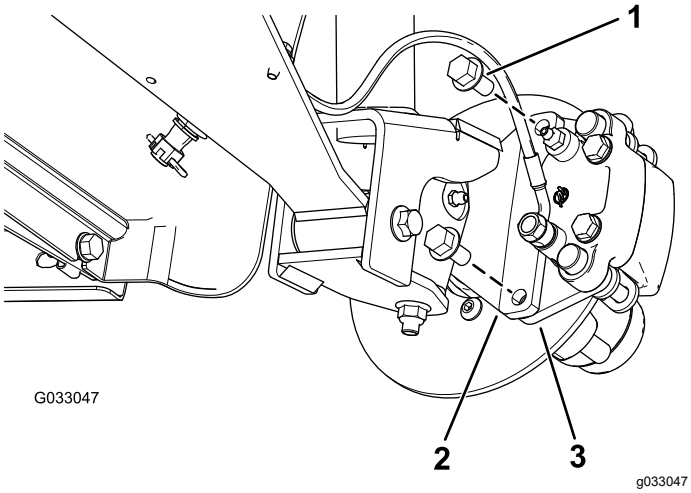
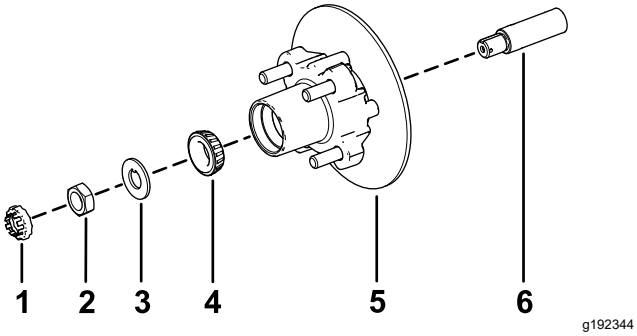

Figura 33
Figura 37
3. Retire os parafusos de cabeça flangeada (⅜ x ¾ pol.) que prendem o suporte para o conjunto dos travões ao eixo e afaste o travão do eixo (Figura 33).
1. Aplique uma leve camada do lubrificante especificado no eixo (Figura 37).
2. Monte o cubo e o rotor no eixo com o rotor interior (Figura 37).
3. Monte o rolamento exterior no eixo e coloque o rolamento na correia exterior (Figura 37).
4. Monte a anilha com patilha no eixo (Figura 37).
5. Enrosque a porca do eixo no eixo e aperte a porca com 15 N·m, enquanto roda o cubo para assentar o rolamento (Figura 37).
2. Alinhe as pastilhas dos travões com cada lado do rotor (Figura 33) e os orifícios no suporte da pinça com os orifícios na montagem dos travões da estrutura do eixo (Figura 37).
3. Prenda o suporte da pinça à estrutura do eixo (Figura 33) utilizando os dois parafusos de cabeça flangeada (⅜ x ¾ pol.)